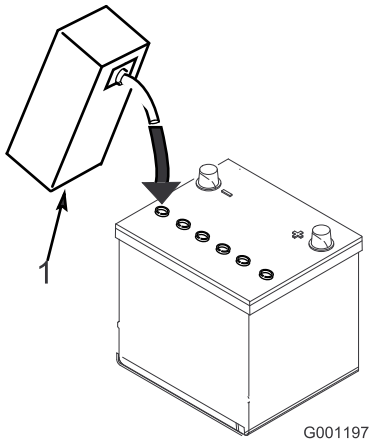

Figur 7
3. Fyll försiktigt varje cell med elektrolyt, tills plattorna är täckta med ca 6 mm vätska (Figur 7).
4. Låt elektrolyten sugas upp av plattorna under 20 till 30 minuter. Fyll på elektrolyt så att nivån kommer upp till ca 6 mm från botten av påfyllningshålet (Figur 7).